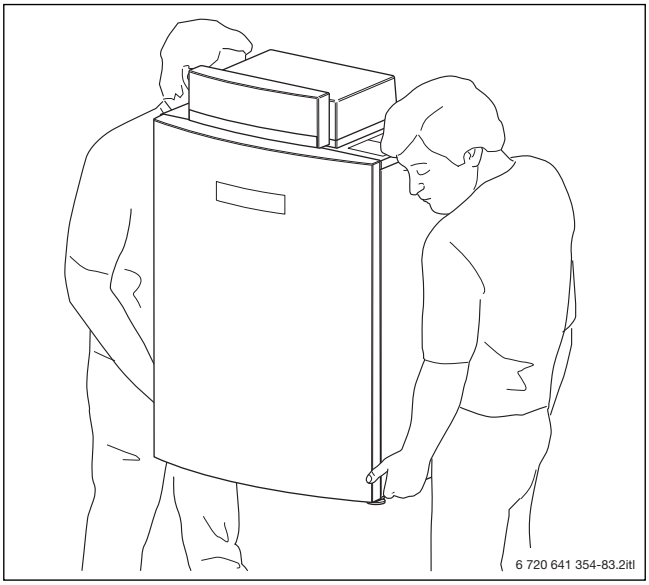

Bild 5 Heizkessel tragen
- ▶ Heizkessel nur an der unteren Kante der Verkleidung heben (→ Bild 5).